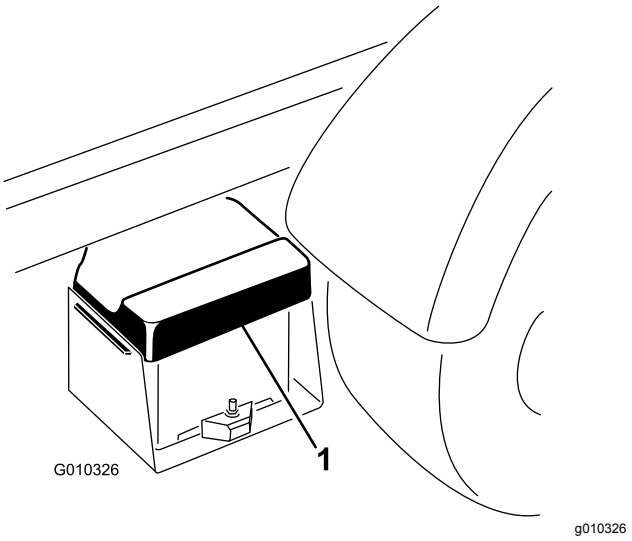

图51
1. 挤压电池盖从电池座中松开凸耳然后从电池座中取出电池盖图51。